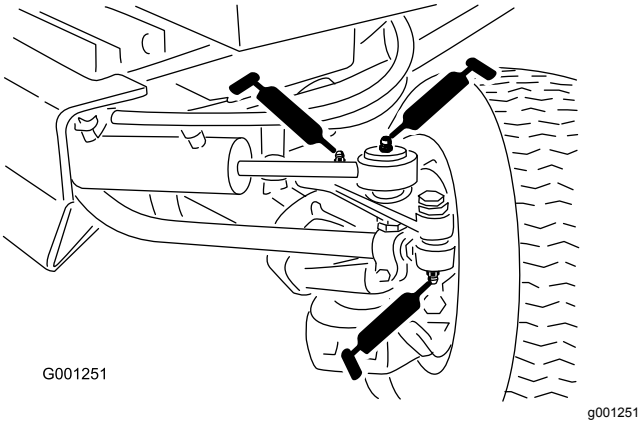

**Figur 41**
- Forbindelsesstangens ender (2) (Figur 41)
- Cylinderstangens ender (2) (Figur 41)
- Styretapper (2) (Figur 41)
- Akseldrejetap (Figur 41)